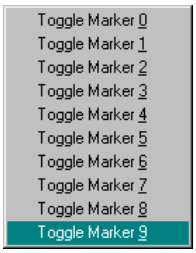

**Figure 4-4. Marker Sub-menu**
2. Click on the *Go To Marker 0-9* option to open the Marker sub-menu (Figure 4-4), and choose the marker number to move to.